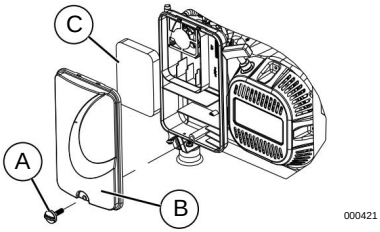

Figura 4-3. Conjunto del filtro de aire
Consulte la ***Figura 4-3.*** Gire el mando (A) y retire la cubierta del filtro de aire (B).
2. Límpiela con agua y jabón. Exprima el filtro (C) hasta que quede seco (NO LO RETUERZA) en un paño limpio.